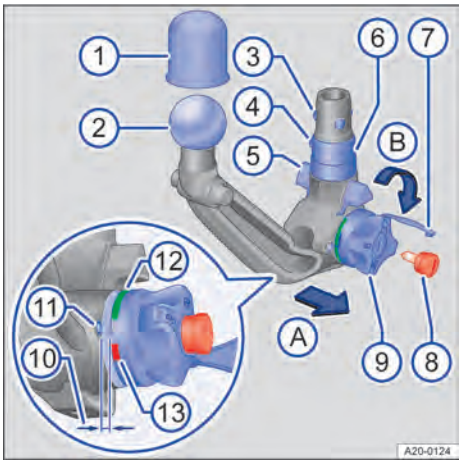

**Fig. 147** Cuadro general: enganche desmontable para remolque.
4. Retire la tapa → fig. 147 ⑦ de la cerradura de la ruedecilla.
5. Introduzca la llave → fig. 147 ⑧ en la cerradura y gírela en el sentido contrario al de las agujas del reloj.
6. Sujete el enganche → fig. 147 ② con una mano → ⚠.
7. Con la otra, extraiga la ruedecilla → fig. 147 ⑨ en el sentido de la flecha Ⓐ y manténgala en esta posición.
8. Gire la ruedecilla → fig. 147 ⑨ en el sentido de la flecha Ⓑ hasta el tope.
9. Sujete la ruedecilla → fig. 147 ⑨ en esta posición y retire el enganche para remolque ② de su alojamiento hacia abajo. El enganche encastra y está pretensado.
2. Con la otra, gire la ruedecilla → fig. 147 ⑨ en el sentido de la flecha Ⓑ hasta el tope.
3. Presione la bola → fig. 147 ④ hacia dentro.
4. Gire la ruedecilla → fig. 147 ⑨ en el sentido contrario al de las agujas del reloj.
5. Suelte la bola → fig. 147 ④. La ruedecilla ya no queda separada del enganche. El enganche está ahora destensado.
6. Gire la llave → fig. 147 ⑧ en el sentido de las agujas del reloj y retírela. Guarde la llave en la caja portaobjetos.
7. Cierre la tapa de la cerradura → fig. 147 ⑦.